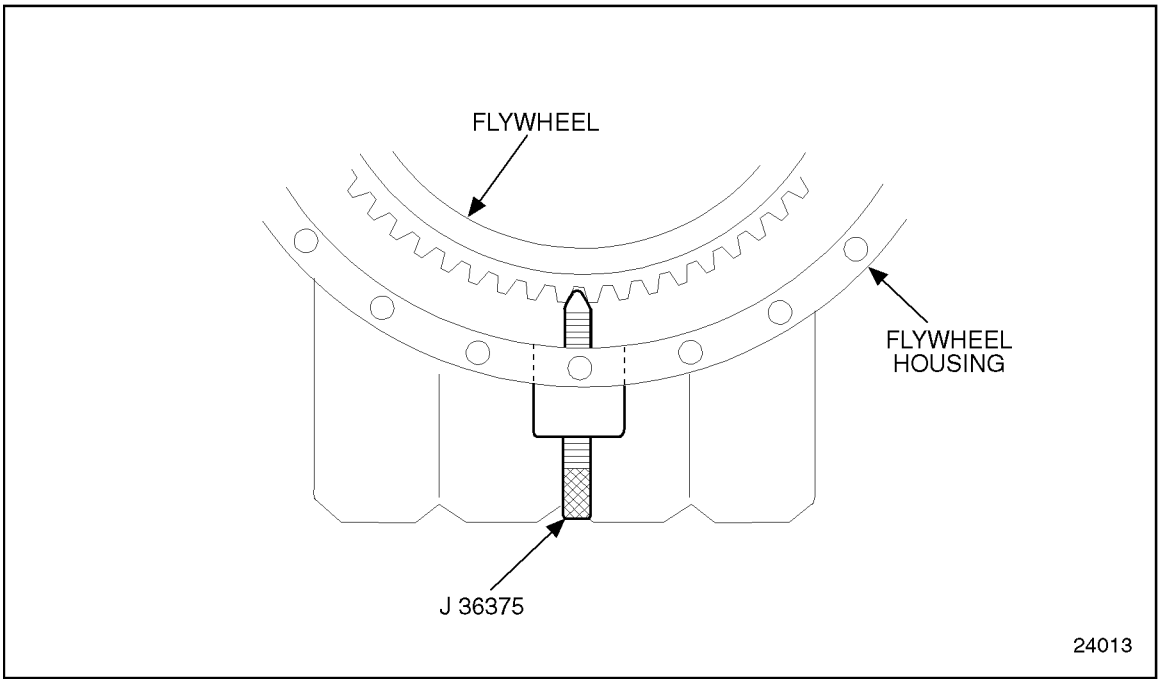

Figure 1-226 Flywheel Lock
2. Remove the inspection plug in the bottom of the flywheel housing and install the flywheel lock, J 36375–A. See Figure 1-226.
1. Install the flywheel lock, J 36375–A, to the inspection plug hole in the bottom of the flywheel housing. See Figure 1-226.